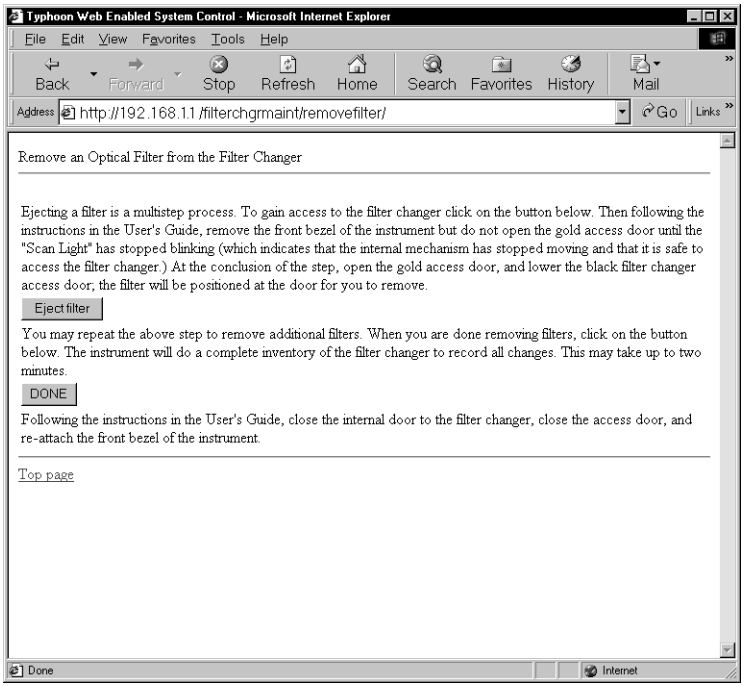

Figure 13-9. The Remove an Optical Filter from the Filter Changer window.
2. Make sure the sample lid is closed, and then click **Remove an Optical Filter.** The Remove an Optical Filter from the Filter Changer window appears (figure 13-9).